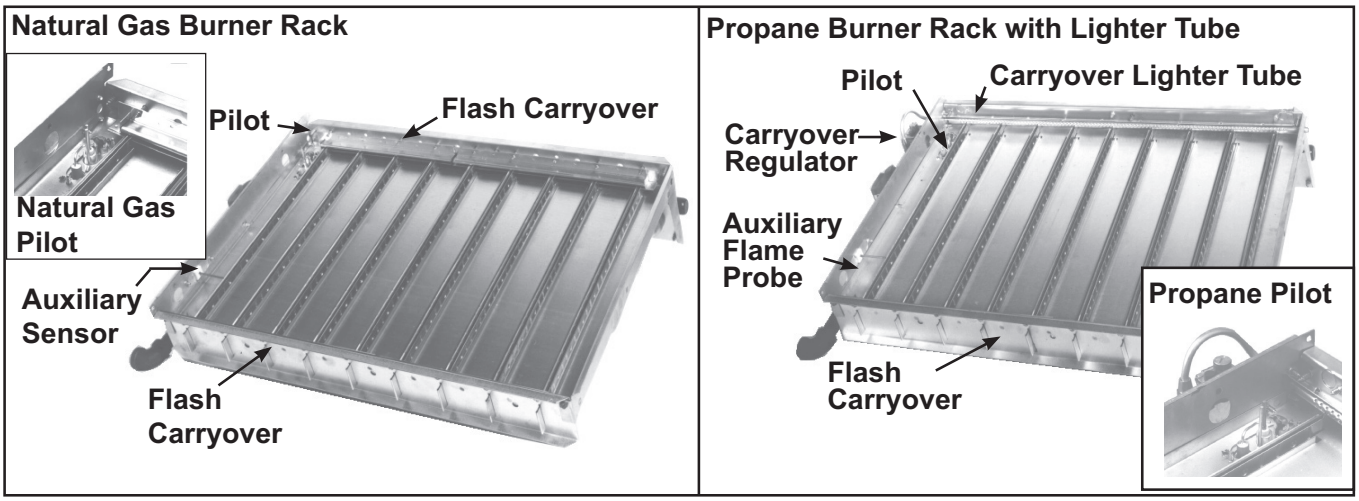

Figure 28. Typical Burner Rack with Pilot
- **Pilot:** The pilot (see **Figure 28**) is a vertical target type with lint-free feature. Pilot flame should be approximately 1-1/4" in length. Pilot gas pressure should be the same as supply line pressure (refer to **Gas Supply Pressure** section). Pilot gas is supplied through the combination valve; the pilot gas flow is controlled by an adjustment screw located in the valve body.